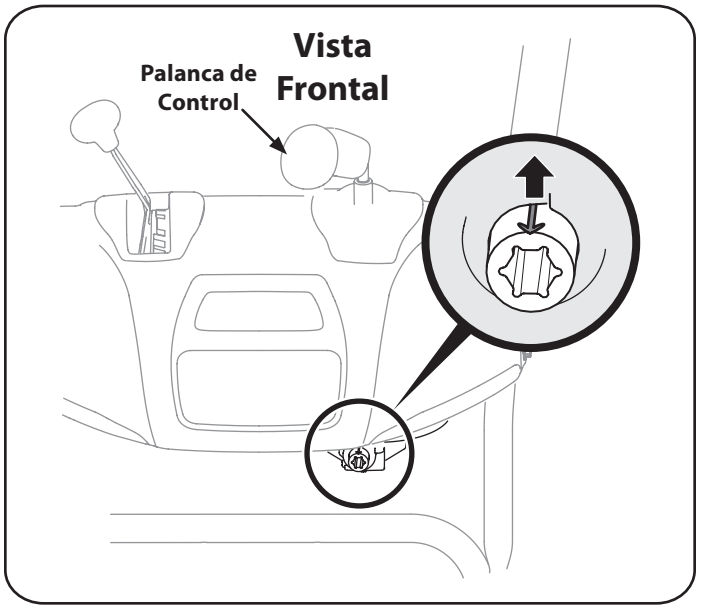

Figura 6
6. Gire la palanca de control a la una posición tan que la flecha indicadora plateada en el engranaje del piñón por debajo del panel de control señale hacia arriba. Vea la figura 6.